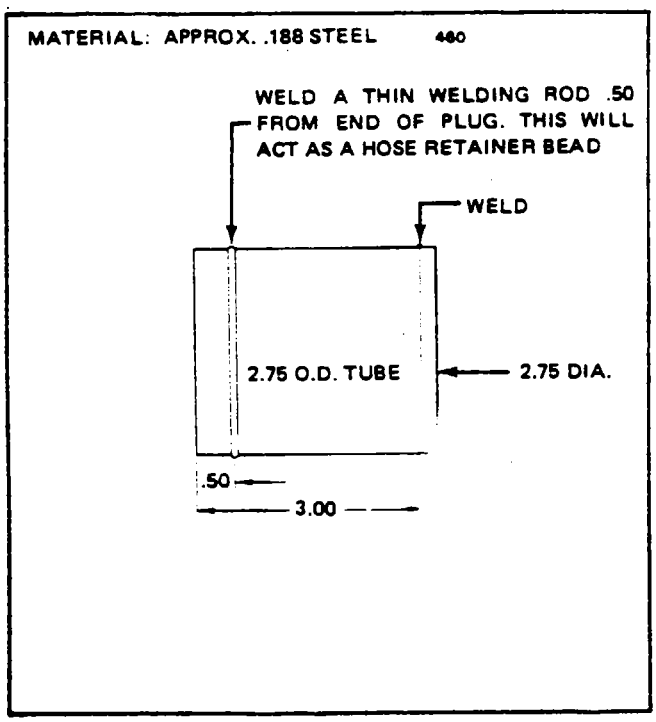

Figure 13-55. Fabricated Hose Plug
2. Disconnect and remove the fresh air distribution tube from the air distribution box. Cap the hose from the distribution box with a cap plug fabricated per Figure 13-55